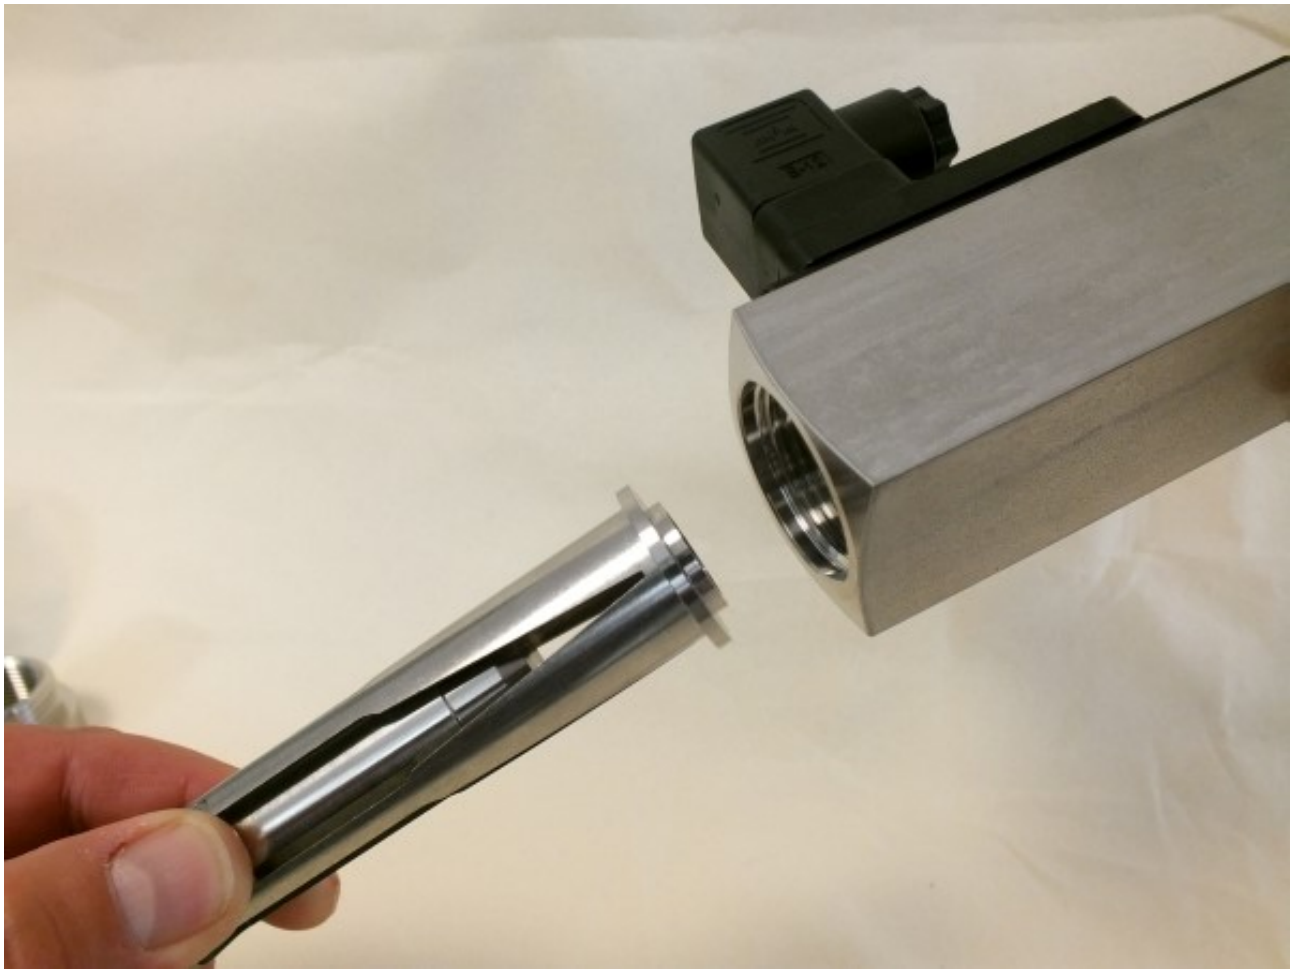

Fig. 52: Insert inner parts
7. Insert centering disc (inlet), float and slot nozzle into the device body (*Fig. 52*)